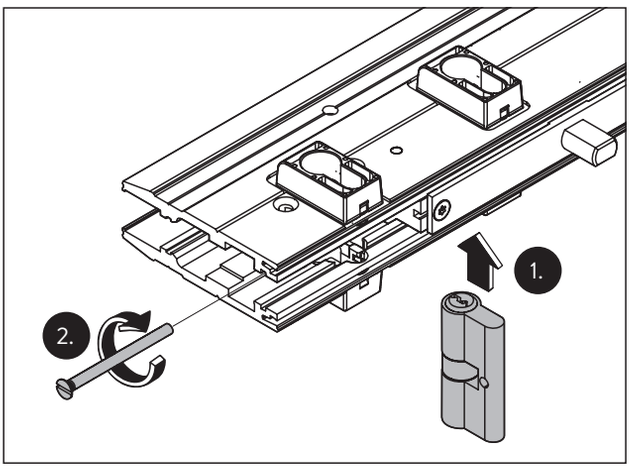

Fig. 12 Insertar y atornillar el cilindro de cierre
2. Inserte el cilindro de cierre. Compruebe que el impulsor del cilindro encaja en el hueco (Fig. 12/1).
3. Atornille el cilindro de cierre con el tornillo de la parte delantera (Fig. 12/2).